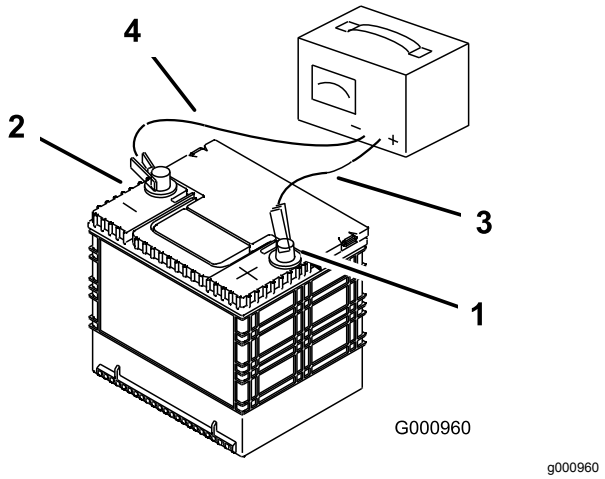

Figur 46
2. När batteriet är fulladdat ska laddaren först kopplas bort från eluttaget, och sedan ska laddningskablarna lossas från batteripolerna (Figur 46).